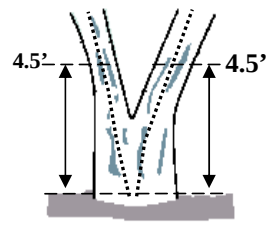
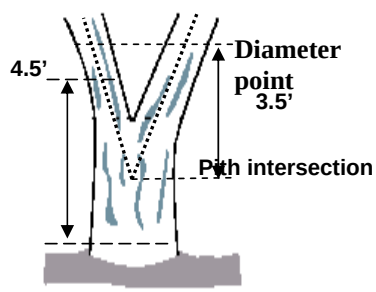
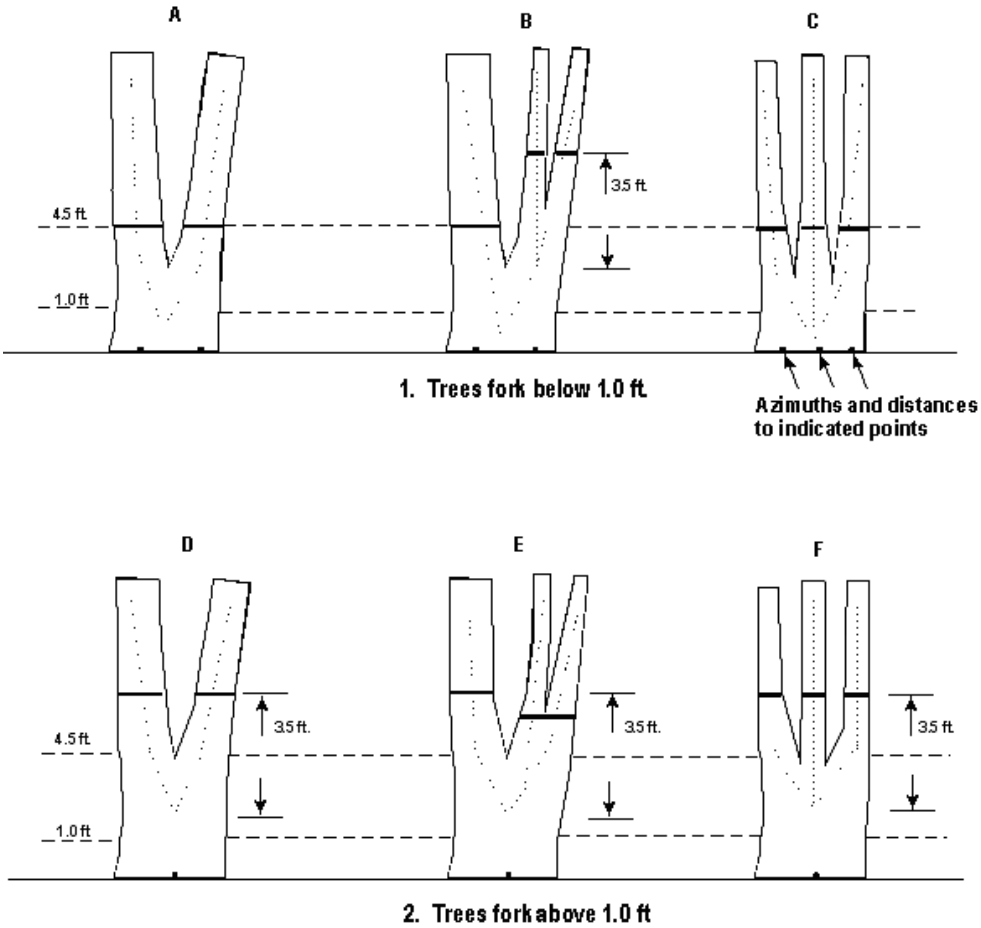

Figure 21. Forked below 1.0 ft.
Figure 22. Forked between 1.0-4.5 ft.
Figure 24. Summary of where to measure DBH, distance, and azimuth on forked trees.
- Trees forked below 1.0 foot. Trees forked in this region are treated as distinctly separate trees (Figure 21). Distances and azimuths are measured individually to the center of each stem where it splits from the stump (Figure 24 A-C). DBH is measured for each stem at 4.5 feet above the ground. When stems originate from pith intersections below 1 foot, it is possible for some stems to be within the limiting distance of the microplot or subplot, and others to be beyond the limiting distance. If stems originating from forks that occur below 1.0 foot fork again between 1.0 and 4.5 feet (Figure 24-E), the rules in the next paragraph apply.
- Trees forked between 1.0 foot and 4.5 feet. Trees forked in this region are also counted as separate trees (Figure 22), but only one distance and azimuth (to the central stump) is used for all (Figure 24 D-F). Although a single azimuth and distance applies to all, multiple stems should be recorded as they occur in clockwise order (from front to back when one stem is directly in front of another). The DBH of each fork is measured at a point 3.5 feet above the pith intersection. When forks originate from pith intersections between 1.0 and 4.5 feet, the limiting distance is the same for all forks--they are either all on, or all off the plot.
Multiple forks are possible if they all originate from approximately the same point on the main stem. In such cases, measure DBH on all stems at 3.5 feet above the common pith intersection (Figure 24-F).
Once a stem is tallied as a fork that originated from a pith intersection between 1.0 and 4.5 feet, do not recognize any additional forks that may occur on that stem. Measure the diameter of such stems just below the base of stem separation as shown in Figure 24-E (i.e., do not move the point of diameter the entire 3.5 feet above the first fork).
NC Note: Figure 24 is only used for examples of forked trees and how to divide up forks. In the North Central region we do not repeat azimuths on a subplot or microplot, so always record a difference in azimuth by at least one degree.